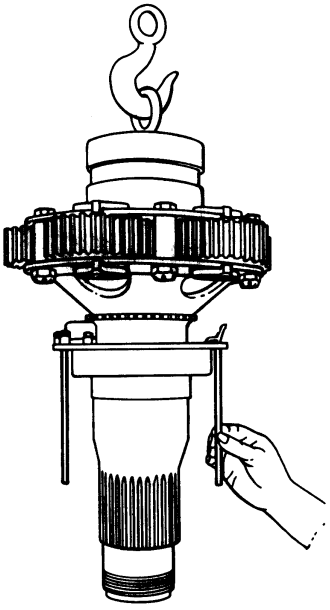

Figure 31. Installing 6796169 Thrust Bearing Retainer Guide Pins in Nose Bearing Plate
c. Install 6796169 thrust bearing retainer guide pins in nose bearing plate (figure 31).